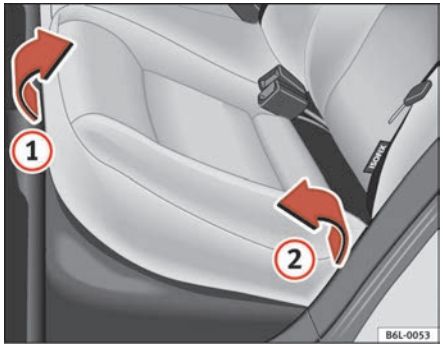
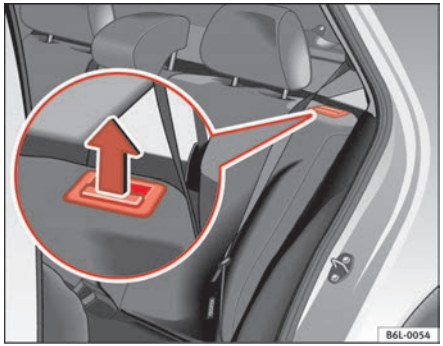

Fig. 69 Folding up the rear seat cushion
Fig. 70 Button for unlocking the rear back-rest
– Pull the front edge of the seat cushion ⇒ fig. 69 (1) upwards in the direction of the arrow.
– Lift the cushion (2) forwards in the direction of the arrow.
– Pull the release button ⇒ fig. 70 in the direction of the arrow and fold the backrest forwards